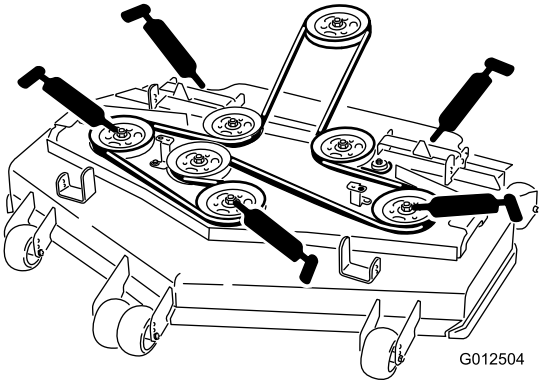

Figur 30
4. Smør de tre spindellagrene til smørefettet kommer ut (Figur 30).
5. Smør niplene på trykkarmene (Figur 30).